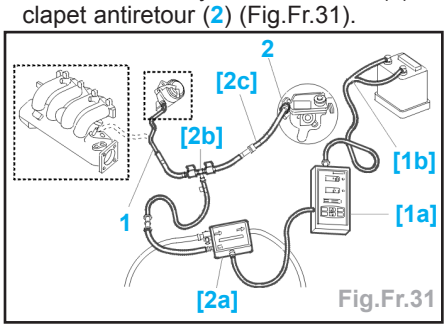

Fig.Fr.31
- Débrancher le tuyau d'assistance (1) du clapet antiretour (2) (Fig.Fr.31).